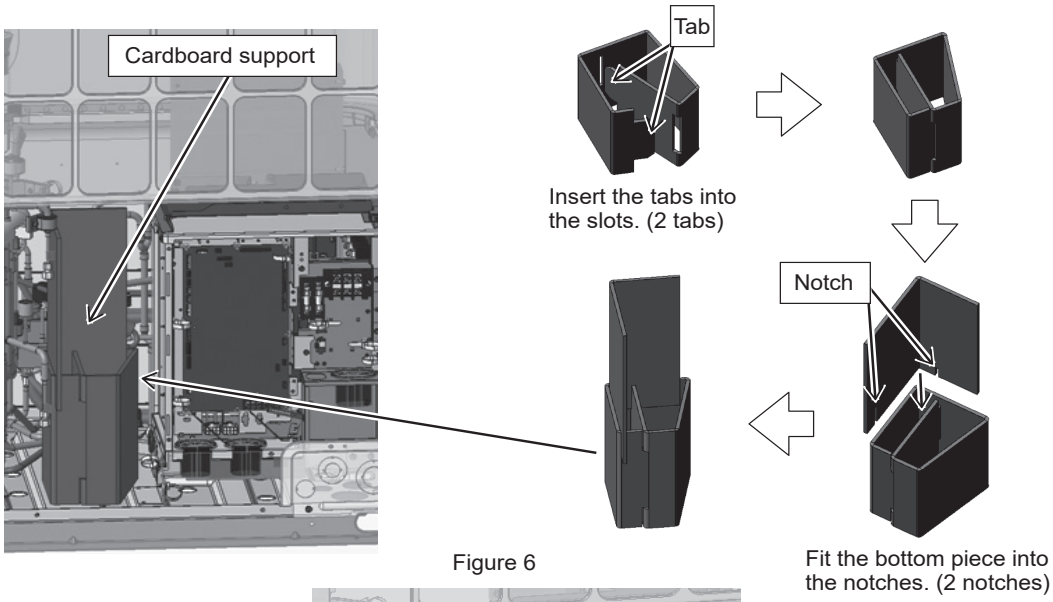

Figure 6
(7) Before placing the transformer box, set the cardboard support (*applicable to the XL and EXL modules only). (Figure 6)